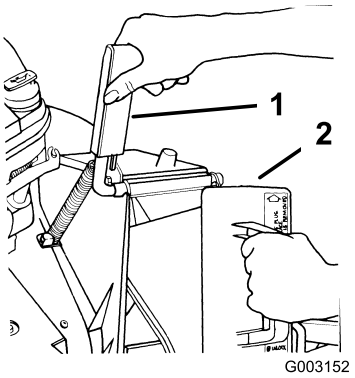

Figura 7
1. Tirate in avanti la maniglia dello sportello di scarico e spostate indietro lo sportello per aprirlo (Figura 7). Tenete la maniglia dello sportello di scarico per impedire che lo sportello a molla si chiuda mentre inserite la chiusura.
2. La chiusura è leggermente più larga dell'apertura del canale di scarico, pertanto dovrete girarla leggermente in senso orario durante l'inserimento (Figura 7).